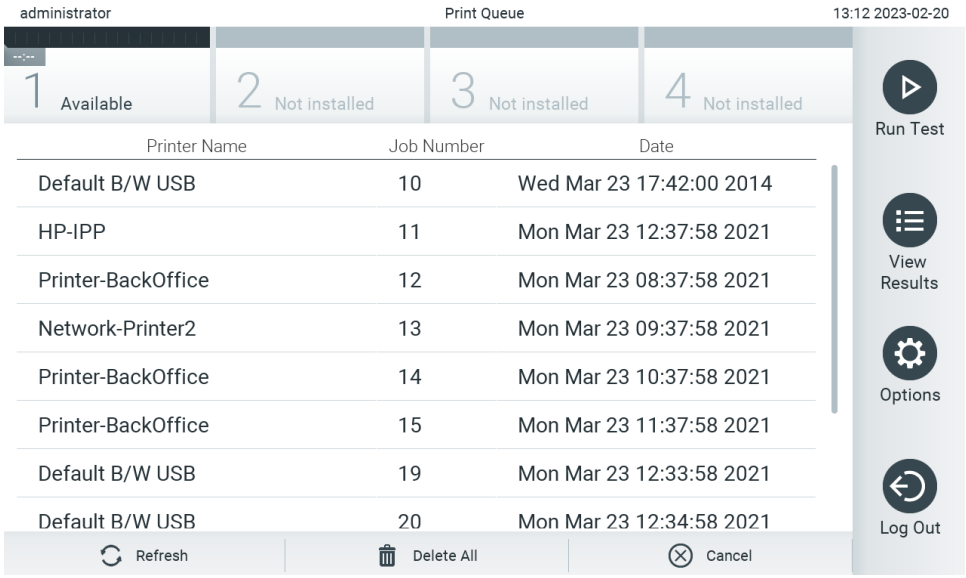

Figur 75. Utskriftskø.
Brukere med rett til å slette utskriftsjobber kan slette alle utskriftsjobber for å tømme køen. Dette forhindrer at alle rapporter i kø blir skrevet ut. For å gjøre dette, trykk **Delete All** (Slett alle) nederst på siden (figur 75).
2. Trykk på vippebryteren **Enable EC** (Aktiver EC) for å aktivere funksjonen (figur 75).